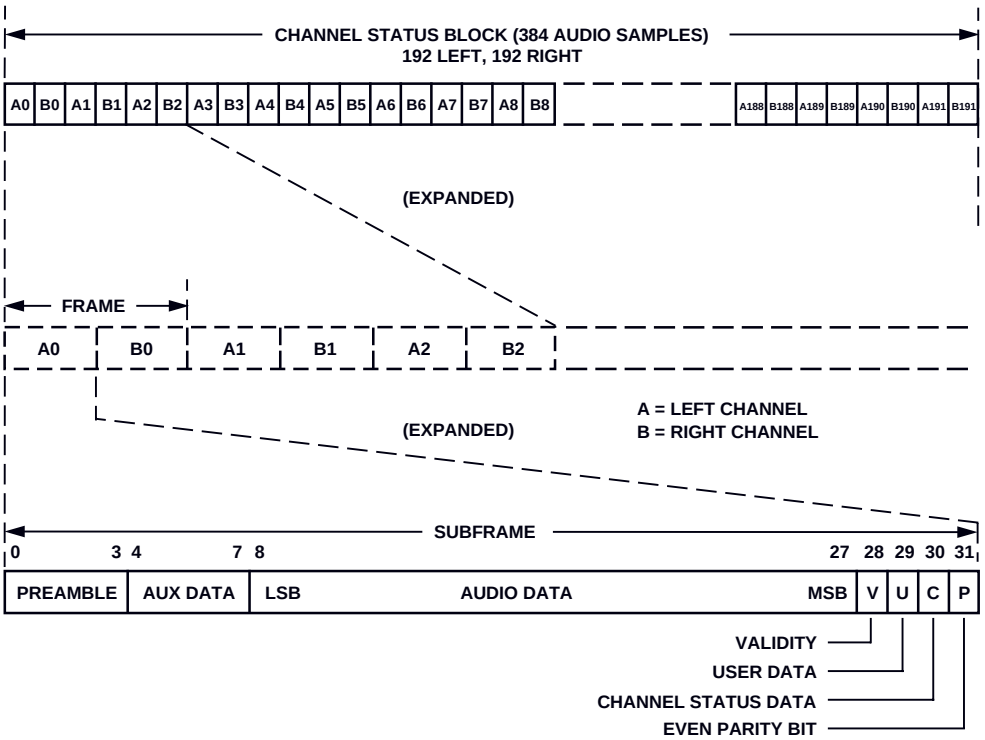

*Figure 5. Block, Frame and Subframe Organization*
As noted above, these serial digital audio communication schemes are organized using a frame and subframe construction. There are two subframes per frame (ordinarily the left and right channel). Each subframe includes the appropriate four bit preamble, four bits of "auxiliary" (aux) data, 20 bits of audio data (LSB first), a "validity" (V) bit, a "user" (U) data bit, a Channel Status (C) bit and an even parity (P) bit. The Channel Status bits and the user bits accumulate over many frames to convey control information. The Channel Status bits accumulate over a 192 frame period (called a Channel Status block). The user bits accumulate over 1176 frames when the interconnect is implementing the so-called "subcode" scheme (EIAJ CP-2401). The organization of the Channel Status block, frames and subframes is shown in Figure 5.